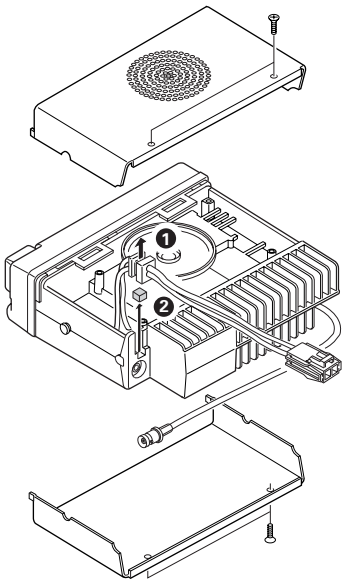
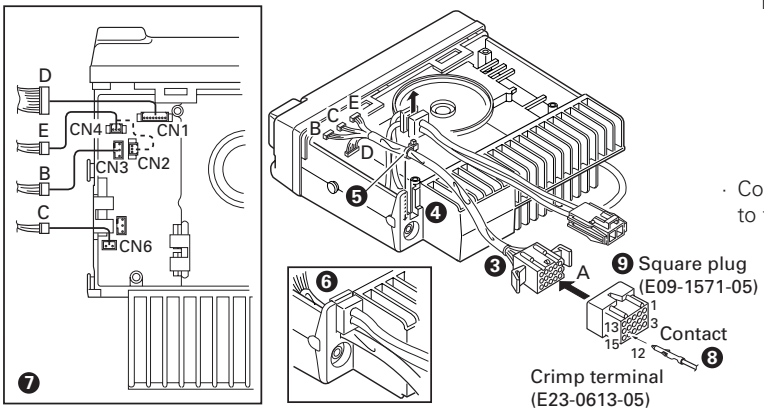

Fig. 1
Fig. 2
1. Remove the upper and lower halves of the transceiver case, and lift the DC cord bushing (❶) from the chassis.
2. Remove the pad as shown in Figure 1 (❷).
3. Insert the KCT-19 cable (❸) into the chassis (❹). The wire harness band (❺) must be inside the chassis.
4. Replace the DC cord bushing (❻).
5. Connect the KCT-19 to the TX-RX unit (A/2) as shown in Figure 2 (❼).
6. Connect the KCT-19 to the external accessory by inserting the crimp terminal (❽) into the square plug (❾), both of which are supplied with the KCT-19.